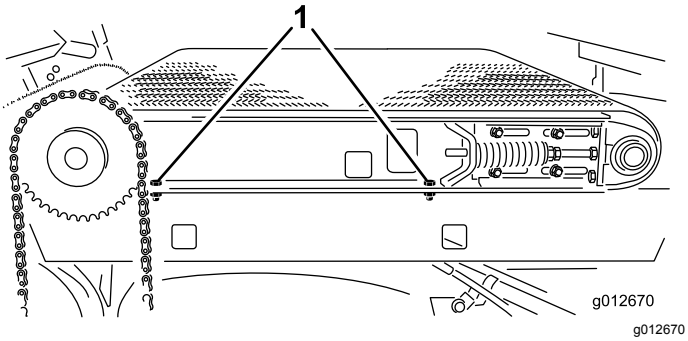

Figure 36
2. At the right side of machine, tighten 2 capscrews that secure slider-frame rail to the right fender (Figure 36).